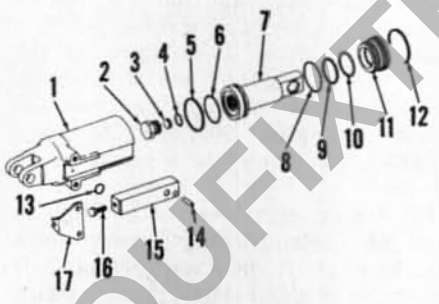

Fig. 197—Exploded view of pump servo cylinder assembly.
269. SERVO CYLINDERS. The servo cylinders (Fig. 197 and 198) are of similar construction except for the variable orifice adjusting block used on the pump servo. Unbolt and remove block support bracket (17—Fig. 197) and adjusting block (15) from pump servo cylinder. Then, on either servo cylinder, clamp cylinder body (1—Fig. 197 or 198) in a vise. Using a spanner wrench, rotate piston guide (11) and remove retaining ring (12). Remove piston guide and piston assembly from cylinder body. Slide piston guide from piston. Remove external "O" ring (8) and internal Teflon seal ring (9) and "O" ring (10) from piston guide. Remove Teflon seal ring (5) and "O" ring (6) from piston. Clamp flat sides of piston in a brass jawed vise and remove fixed orifice plug (2) and orifice screen (3).